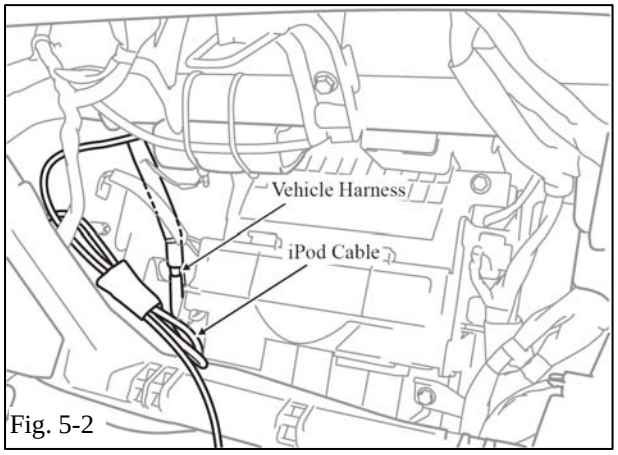

Fig. 5-2
(b) Using one (1) 6” lock tie, secure the cable bundle to the existing vehicle harness behind the glove box. (Fig. 5-2 and 5-3)